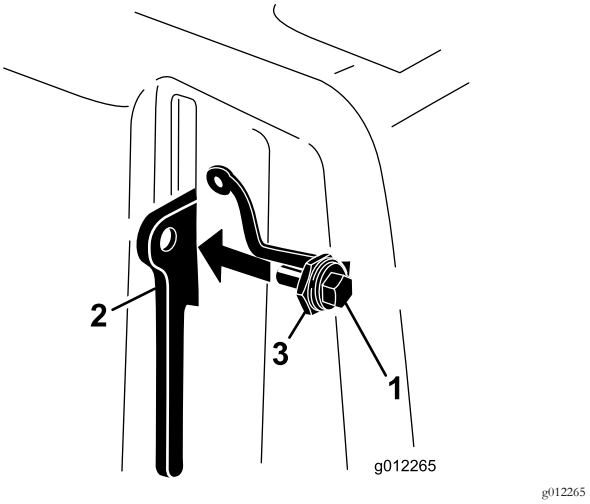

Figur 10
3. Skru bolten ind i remskærmens låsegreb (Figur 10).